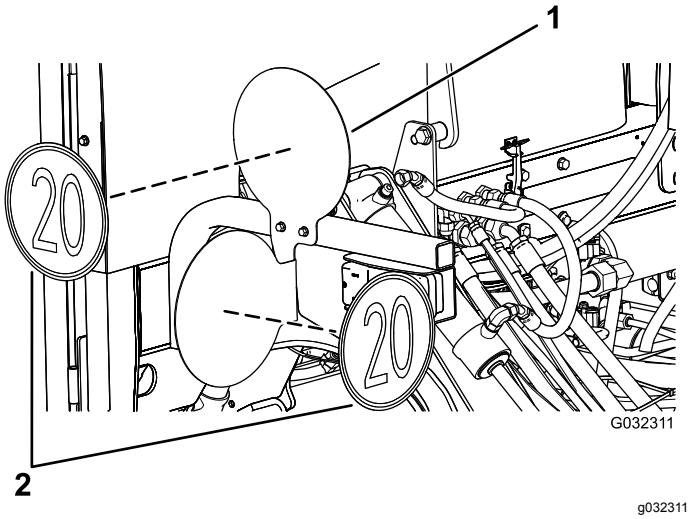

Figuur 36
3. Breng de stickers aan op het naar buiten gerichte vlak van de platen (Figuur 36).